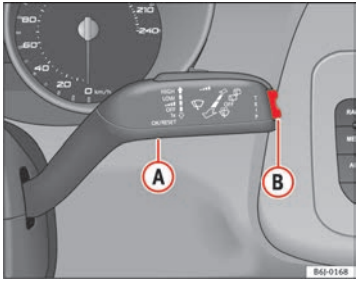

Fig. 32 Palanca del limpia-lavacristales: tecla A y tecla basculante B
En el indicador multifunción (MFA), puede consultar los siguientes datos accionando la tecla basculante ⇒ fig. 32 (B) de la palanca del limpiacristales: